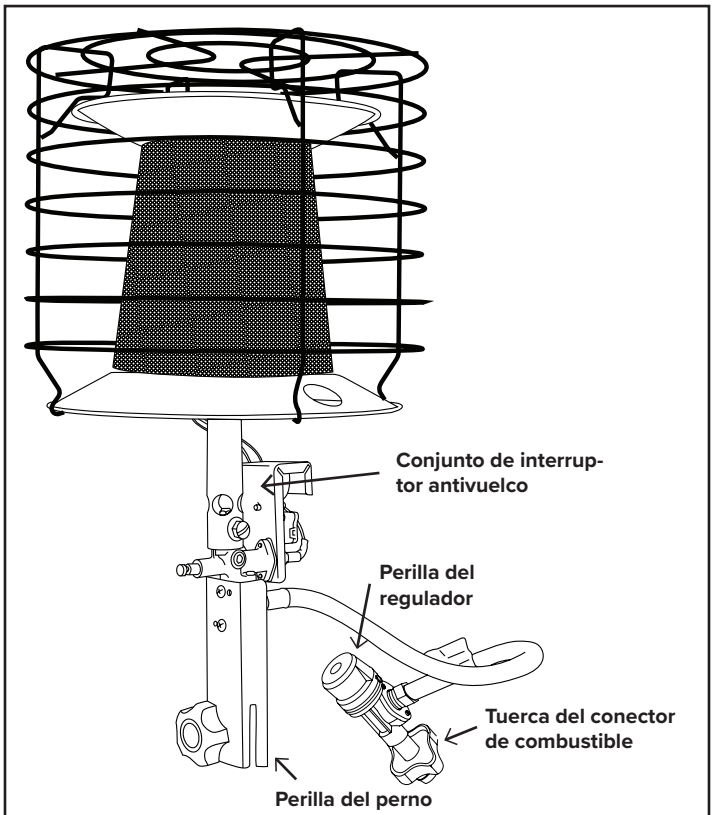

Figura 2
3. Coloque la arandela plana en la pieza de montaje del collarín del tanque y después inserte el perno de apoyo (vea la Figura 2).